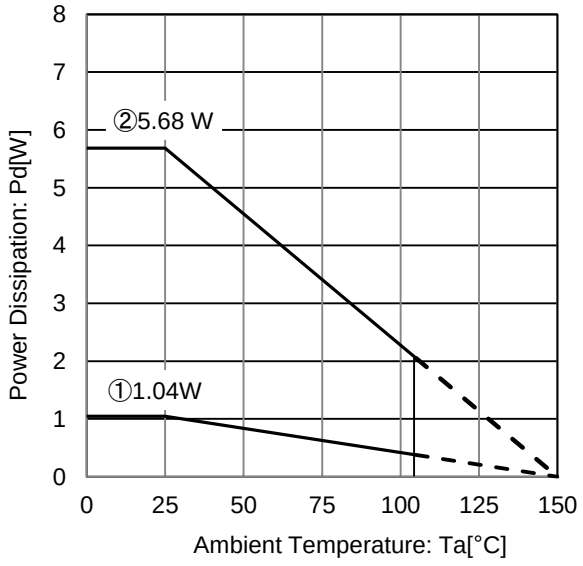

Figure 31. Power Dissipation (HRP5)
When operating at temperature more than Ta=25°C, please refer to the power dissipation characteristic curve shown in Figure 31.
Figure 31. show the acceptable power dissipation characteristic curves of the HRP5 package. Even when the ambient temperature (Ta) is at normal temperature (25°C), the chip junction temperature (Tj) may be quite high so please operate the IC at temperatures less than the acceptable power dissipation.
(Figure 31 ②θja=22°C /W →-45.5mW/°C